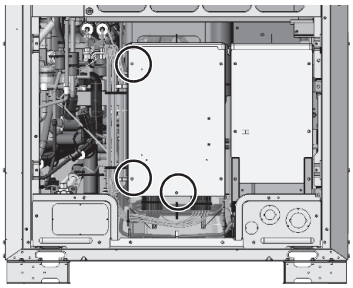

Figure 5
(7) Remove the cover from the main control box by unscrewing the three screws. (See Figure 5.)